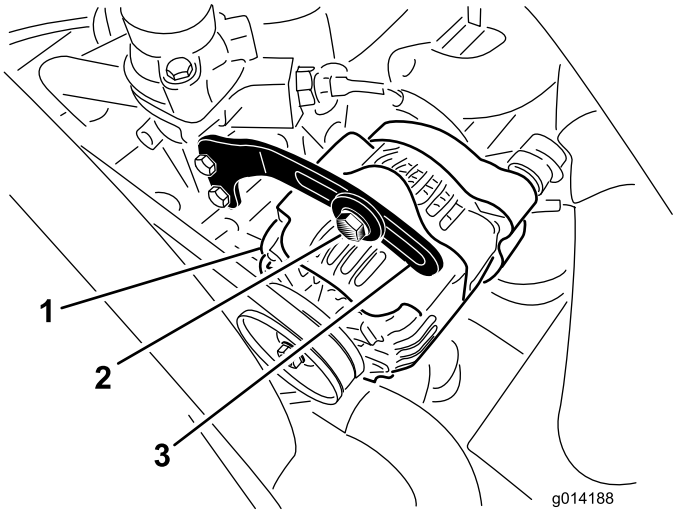

**Figur 57**
2. Kontroller generatorremmens tilspænding ved at trykke den ned (Figur 57) midt mellem generatoren og krumtapakslen med en belastning på 10 kg.
3. Løsn bolten, der fastgør afstiveren til generatoren (Figur 57), samt generatorens drejebolt.